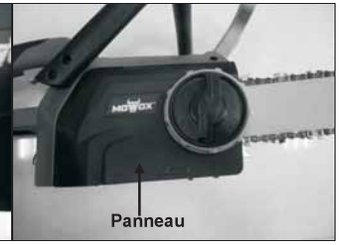

Fig .2E Fig .2F
7. Insérez le panneaulatéral dans la rainure et assurez-vous que le panneau latéral est bien verrouilléen place comme indiqué sur la Fig. 2E / Fig.2F.